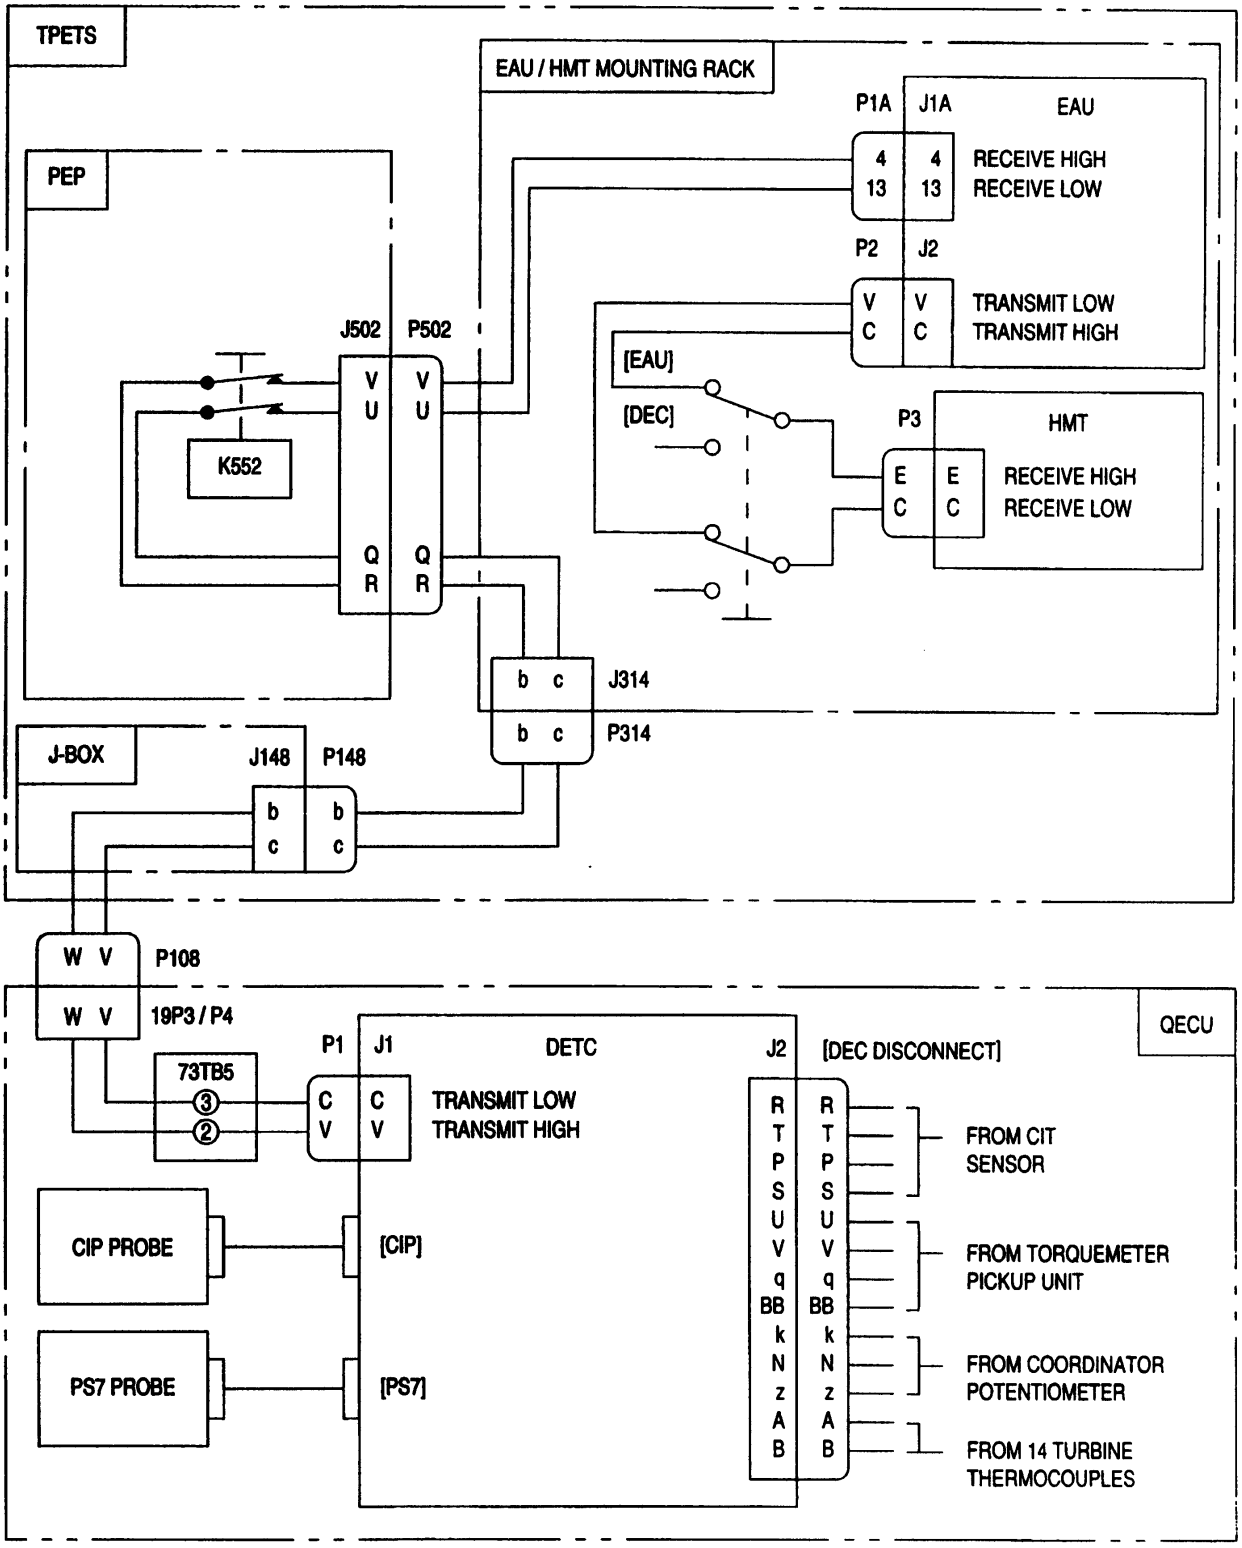

Figure 19. DETC Checkout
56. DETC Checkout. (figure 19)